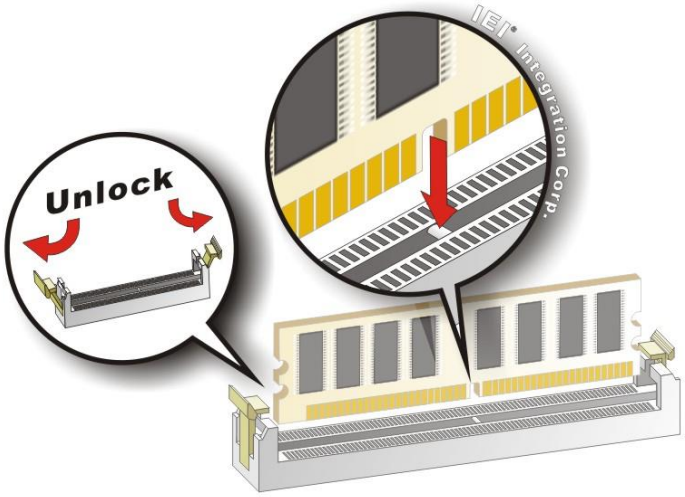

Figure 4-3: DIMM Installation
To install a DIMM, please follow the steps below and refer to **Figure 4-3**.
Step 1: **Open the DIMM socket handles**. Open the two handles outwards as far as they can. See **Figure 4-3**.
Step 2: **Align the DIMM with the socket**. Align the DIMM so the notch on the memory lines up with the notch on the memory socket. See **Figure 4-3**.
Step 3: **Insert the DIMM**. Once aligned, press down until the DIMM is properly seated. Clip the two handles into place. See **Figure 4-3**.